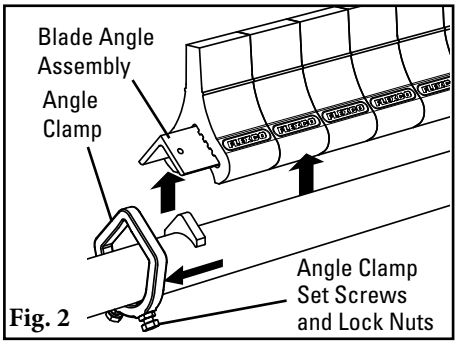

Fig. 2
2. **Remove blade angle from pole.** Loosen angle clamp lock nuts and set screws on both sides of cleaner (Fig. 2). Slide angle clamps off each end of angle and remove blade angle assembly from pole.